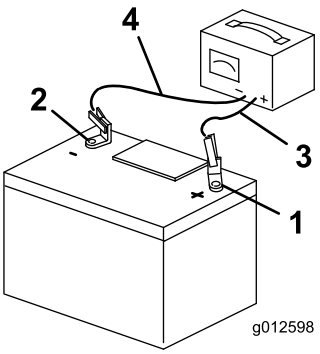

Figur 54
3. Når batteriet er fuldt opladet, skal du tage opladeren ud af stikkontakten og derefter frakoble opladningskablerne fra batteriets poler (Figur 54).